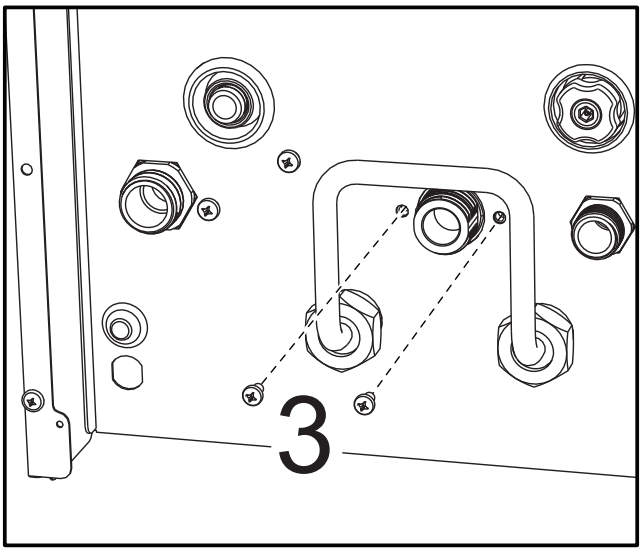

рис. 44
- Открутите винты **"3"** (рис. 44).